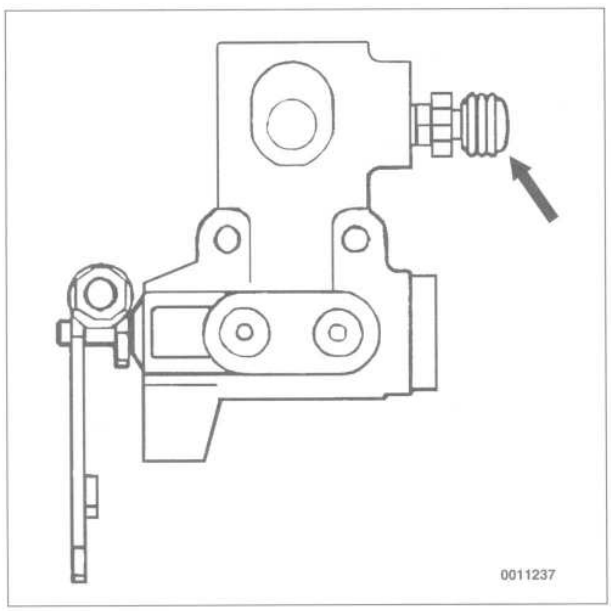

Fig. 3. LAD pressure regulating valve bleeder screw (**arrow**). The regulating valve is located on the driver's side of the rear axle subframe.
2. On LAD-equipped cars, place a drain pan beneath the pressure regulating valve on the driver's side of the axle subframe. Loosen the valve's bleeder screw and allow the hydraulic pressure to discharge. See Fig. 3.